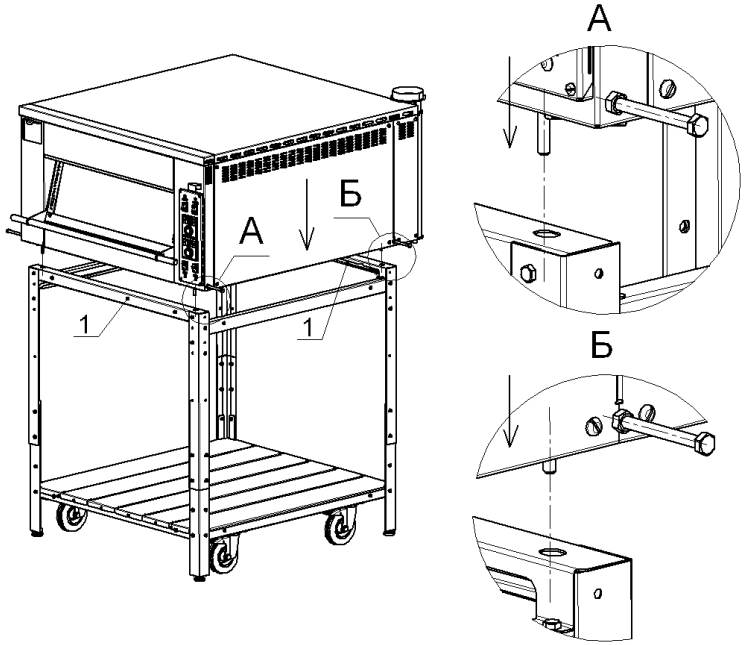

Рис.11
11. Установить печь на подставку ПКС 1100 так, что бы концы 4-х шпилек М8 на углах печи попали в отверстия профилей лицевых, верхних, поз.1, как показано на рис.11: